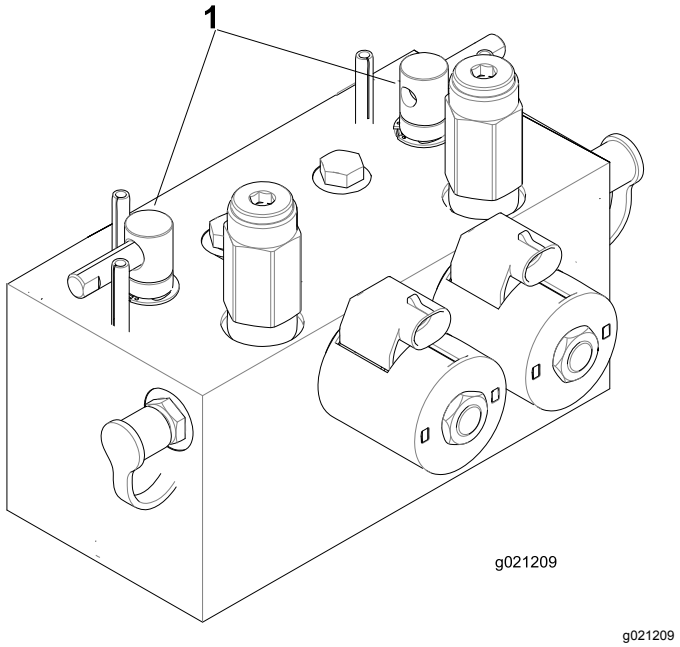

Figur 76
2. Lossa och höj upp sätet för att frilägga slipningsspakarna (Figur 76).
5. Välj den främre, bakre eller bägge slipningsspakarna för att bestämma vilka enheter som ska slipas (Figur 76).